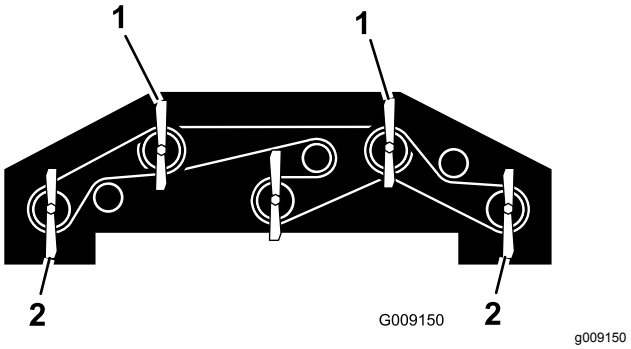

Figur 139
1. Drej hver skærekniv, så de peger lige fremad (Figur 139).